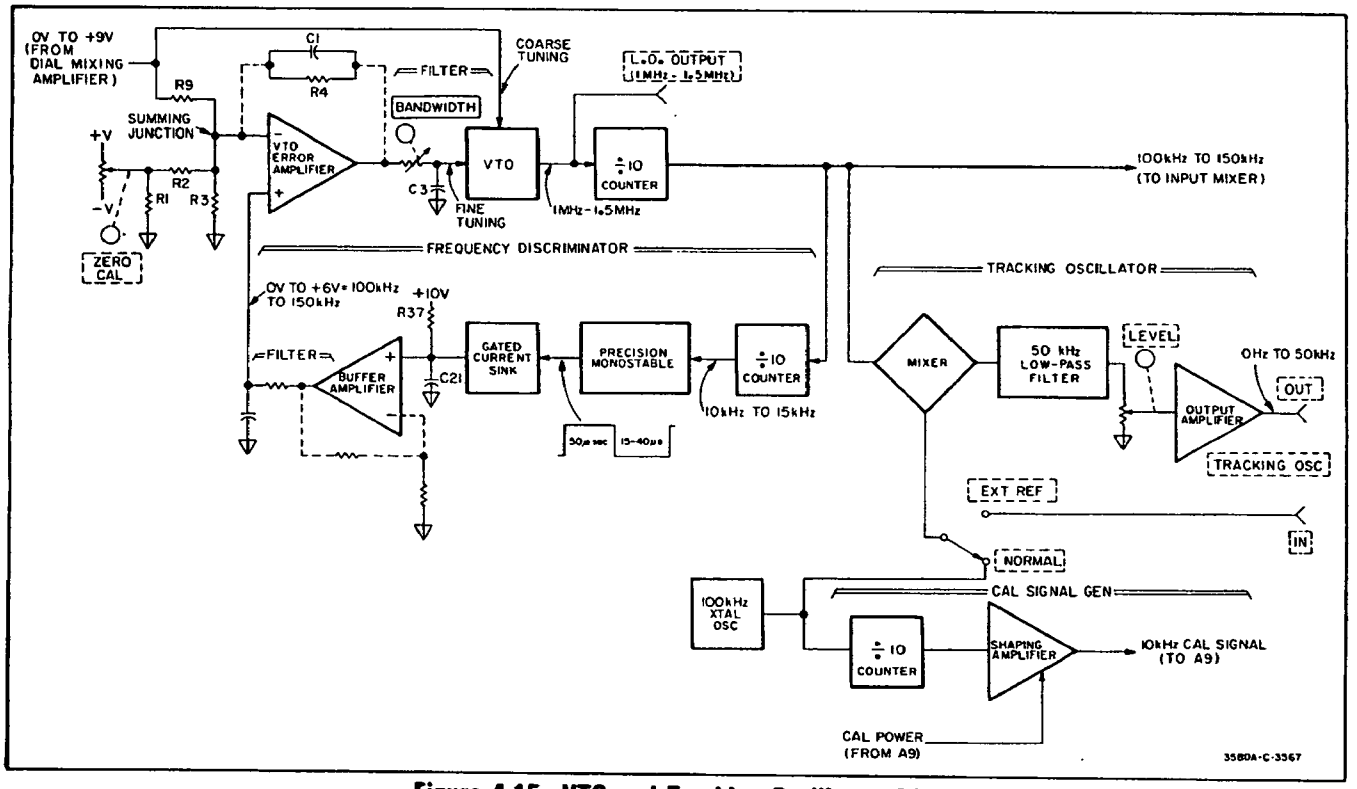

**Figure 4-15. VTO and Tracking Oscillator (A5).**
**4-103. VTO and Tracking Oscillator.** Refer to Figure 4-15 for the following discussion.